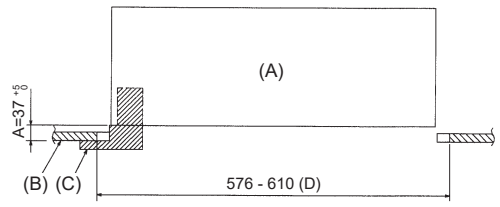

Fig. 10-2
10.2. Préparatifs préalables à la fixation de la grille (Fig. 10-2)